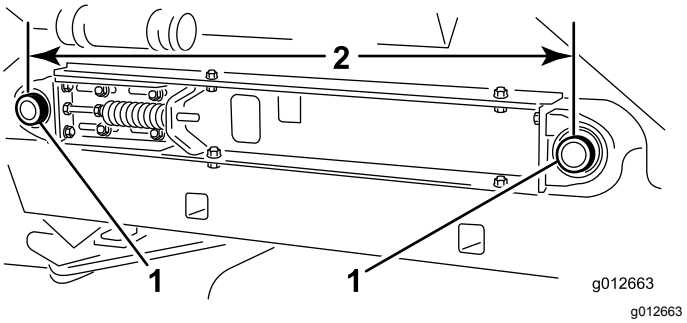

Figure 26
7. Measure the distance between center points of the belt-roller shafts at each side of machine to ensure that the measurements are equal (Figure 26).